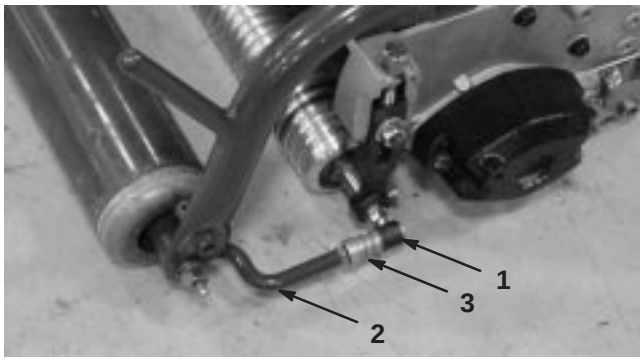

**Figure 12**
4. Slide the sleeve back on the ball joint and rotate the pull arm down so the socket fits over the ball stud. Release the sleeve so it slides over the stud and locks the assemblies together (Fig. 12).
6. Align the sockets in the ball joints so the open side of the socket is centered towards the ball stud. Tighten the jam nuts to secure the sockets in position (Fig. 12).